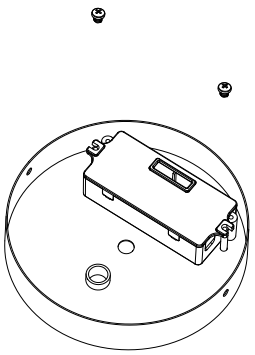

Figure 2
2.Make wiring connection refer to General Wiring Diagram. Use appropriate UL approved wire connectors as required by code.(Figure 2)